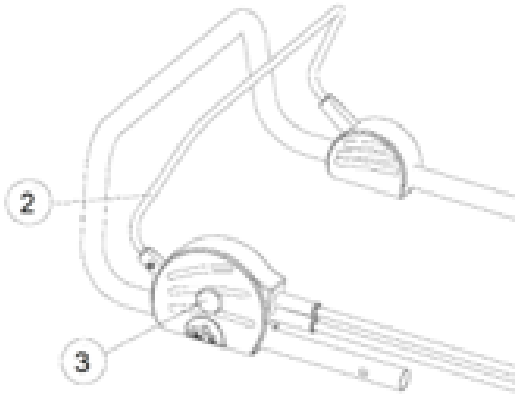

Rys. 9
1. Wciśnij i przytrzymaj przycisk bezpieczeństwa na wyłączniku (Rys. 9, poz. 3).